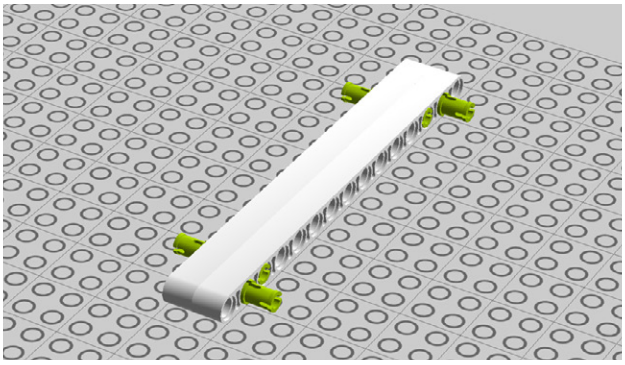

Figure 8-54. *Step 49: Combining connectors and beams*
49. Secure a pair of 15M Technic beams with four 3M connectors (Figure 8-54).